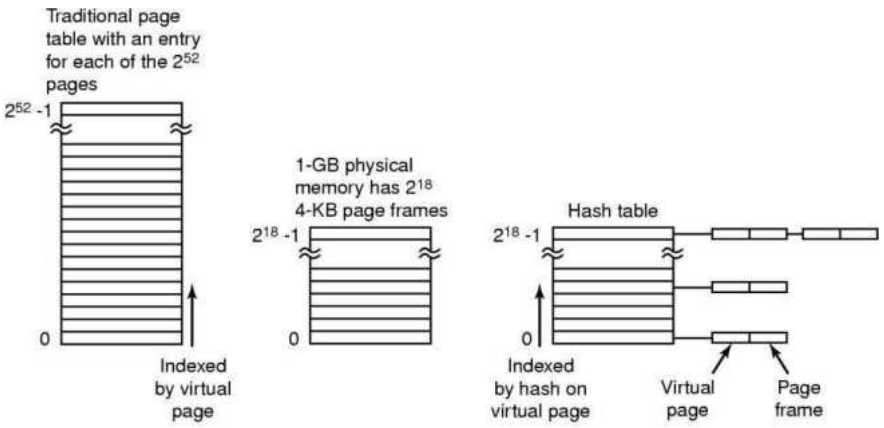

Figure 5-18. Comparison of a traditional page table with an inverted page table.
- All the virtual pages currently in memory that have the same hash value are chained together, as shown in Fig. 5-18.
(14) Compare paging and segmentation.